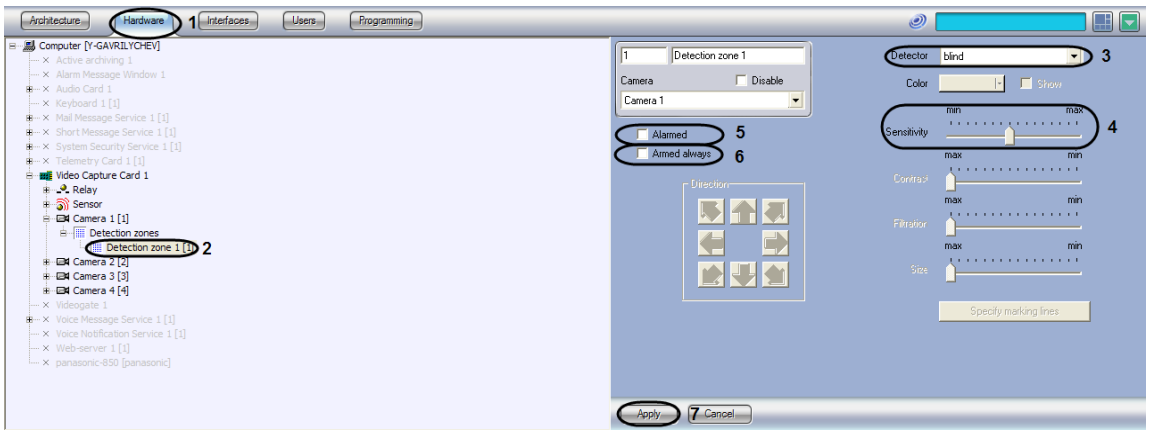

Figure 8.4-60 Configuring Blind detection tool
1. Go to the“Hardware” tab in the “System settings” dialog box (Figure 8.4-60, 1).
2. Select the “Detection zone” object corresponding to the required detection tool, on the “Hardware” tab in the objects tree (Figure 8.4-60, 2). The settings panel for the selected object appears on the right of the “Hardware” tab.
3. Enable the blind detection tool (see the “Enabling, configuring and disabling video detection tools” section) or select the focusing detection tool registered earlier (Figure 8.4-60, 3).
4. Set the value of the “Sensitivity” parameter by moving the the slider of the same name (Figure 8.4-60, 4). This setting defines the image blinding rate, expressed in the difference between the brightness histogram median position of the current and reference frames with which the detection tool is to trigger.
5. To enable the auto recording option on a blind detection tool alarm for the selected camera, set the “Alarmed” checkbox (Figure 8.4-60, 5).
6. To disable disarming of the blind detection tool by any user (irrespectively of his rights), set the “Armed always” checkbox (Figure 8.4-60, 6).
7. Click the “Apply” button (Figure 8.4-60, 7).